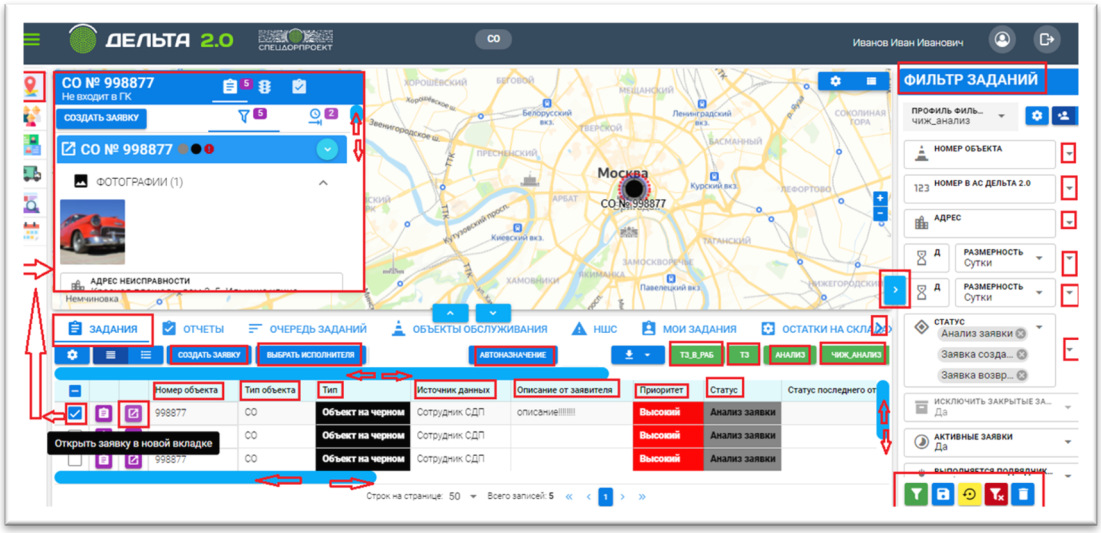

Рисунок 66 - Вкладка «Диспетчерская», вкладка «Задания», доступные опции
- Вкладка «Задания». Создание заявки в системе. Данный этап подробно расписан в подпункте 2.1 настоящей инструкции. В данной форме доступны следующие опции: выбор объекта обслуживания в режиме popup (всплывающее окно), откроется карточка объекта для быстра доступа и сводной информации по объекту; открыть заявку в новой вкладке браузера; просмотр информации о заявке в табличном формате с отображением информации о номере объекта, типе объекта, типе работ в заявке, источнике данных, описании от заявителя, приоритете и другой подобной информации. При выборе заявки (отмечаем галочкой слева в начале строки) доступны быстрые опции по выбранной заявке: выбрать исполнителя, авто-назначение и другие. Фильтр заданий используется для оптимизации поиска и фильтрации заданий в системе по заданным параметрам (Рис. 66);